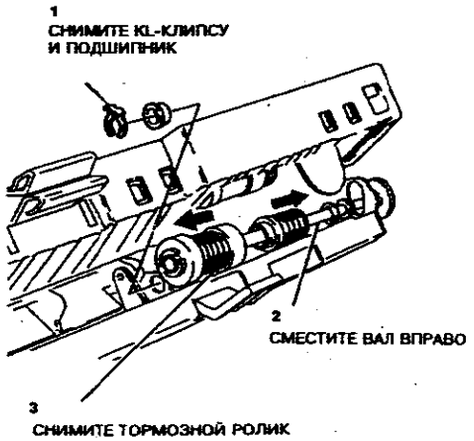

**Рисунок 6. Снятие тормозного ролика**
7. (Рисунок 6) Снимите тормозной ролик.